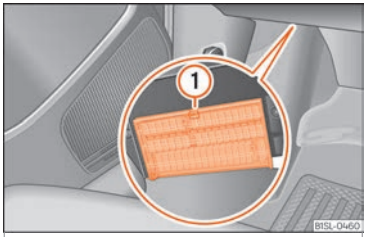

Fig. 83 Under the dashboard on the driver side: lid of the fuse box.
- *Open:* Press the unlock button ››› Fig. 83 ① until it is possible to open the cover. Fold the cover down.
- *Close:* Fold the cover up in the opposite direction to the arrow until it clicks into the locking lever ①.